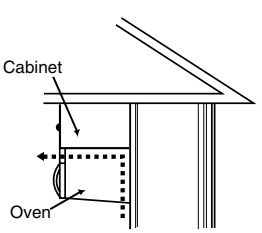

Figure 8
- **Room-venting** If your oven is located on an inside wall of your house, as in Figure 8.